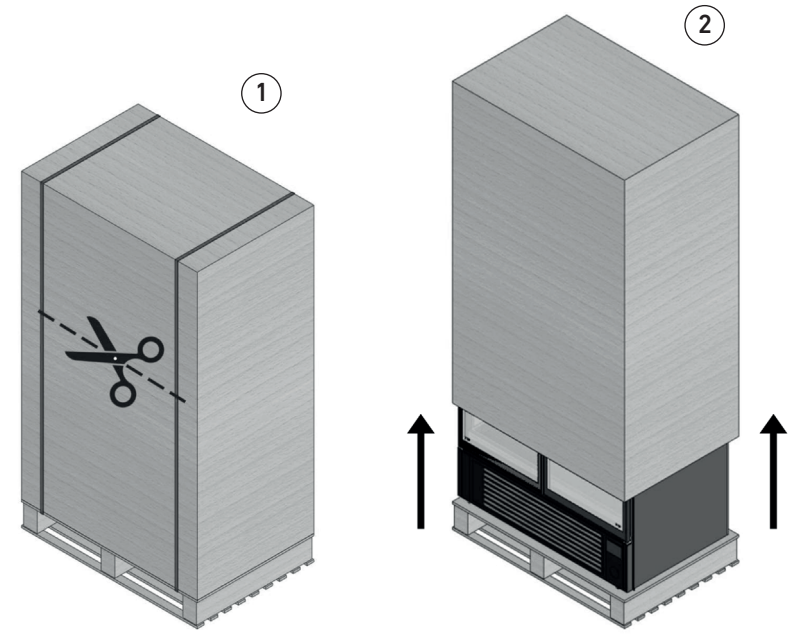

fig. 11-A
Per scaricare l'apparecchiatura dalla pedana di alloggiamento, togliere gli imballi e i sistemi di trattenuta (reggette, funi, fasce, ecc) (fig. 11-A part. 1-2).
- Inserire le forche sotto il telaio dell'apparecchiatura facendo attenzione che le forche sporgano almeno 20 cm dal telaio (fig. 11-B part. 1).